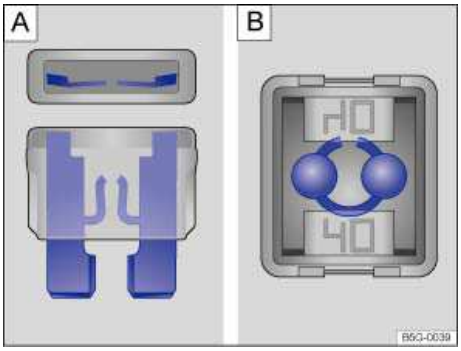

Fig. 177 Blown fuse: A: Blade fuse. B: Cartridge fuse.
- A blown *blade fuse (ATO, MINI)* has metal strips that have burned through, which you can see through the transparent housing from above and from the side ⇒ fig. 177 **A**.
- A blown *cartridge fuse (JCASE)* has metal strips that have burned through, which you can see through the transparent housing from above ⇒ fig. 177 **B**.